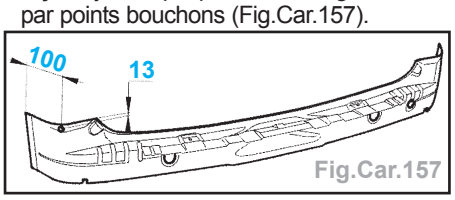

Fig.Car.157
- Tracer et percer des trous de Ø 6,5 mm de façon symétrique pour le soudage ultérieur par points bouchons (Fig.Car.157).